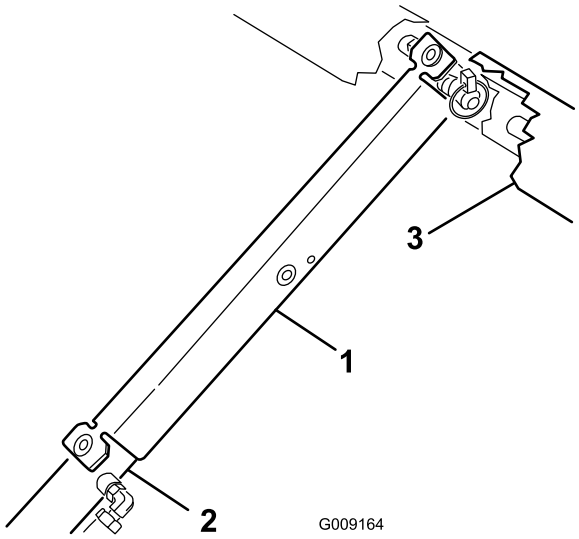

Figur 32
3. Tryck fast flakstödet på cylinderstaven och kontrollera att stödets ändtappar vilar på cylindertrummans ände och på cylinderstavens ände (Figur 32).